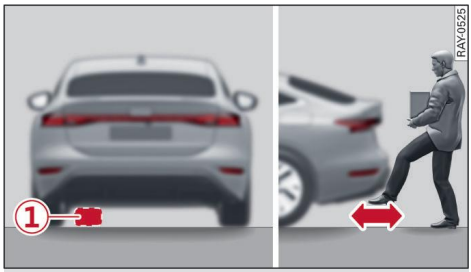

Fig. 18 Rear of vehicle: Foot gesture (example)
- To open/close the boot lid, swing your foot forwards and back very closely under the bumper ① without touching it in one single fluid movement ⇨ *Fig. 18*. Take care not to slip. The boot ▶
- Always make sure that there are no valid vehicle keys unintentionally within the area of detection around the sensors for the boot lid that are fitted underneath the bumper cover ① ⇨ *Fig. 18*.